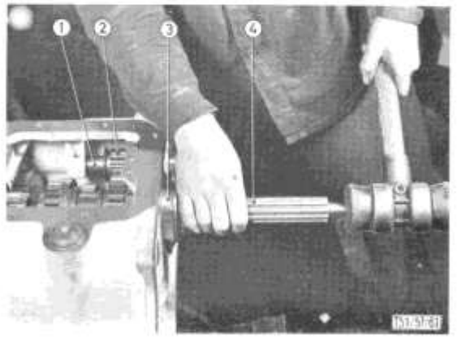

Bild 109: **Einsetzen der Hauptwelle**
7. Die so vormontierte Hauptwelle (109/4) von rückwärts in die Gehäusebohrung einführen, auf der inneren Seite der Getriebewand die Schieberäder (104/13 und 39) der Reihe nach auf den vorderen Keilnutenschaft der Hauptwelle auffädeln. Anschließend die Welle mittels Leichtmetallhammers in ihre Lager treiben (Bild 109), man achte dabei, daß das vordere Ende der Hauptwelle in die Bohrung der Kupplungswelle (104/2) hineinfindet.